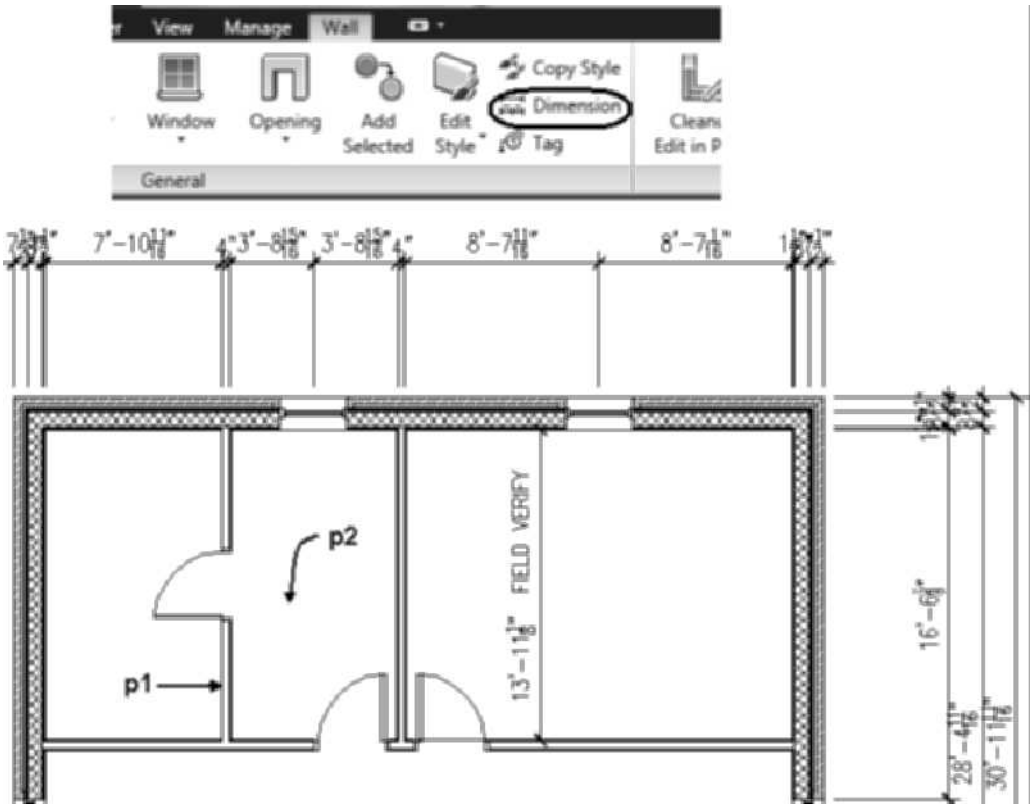

FIGURE 11.8 *Placing an AEC Dimension from the Contextual tab*
4. Select the interior wall at **p1** as shown in Figure 11.8.
5. Choose **Dimension** from the General panel of the Wall contextual tab. Move the cursor to **p2** as shown in Figure 11.8 to specify the location of the dimension.
6. Press Escape to clear selection. Select the dimension placed at **p2** as shown in Figure 11.8. The style of this AEC dimension is listed as Standard in the Properties palette.